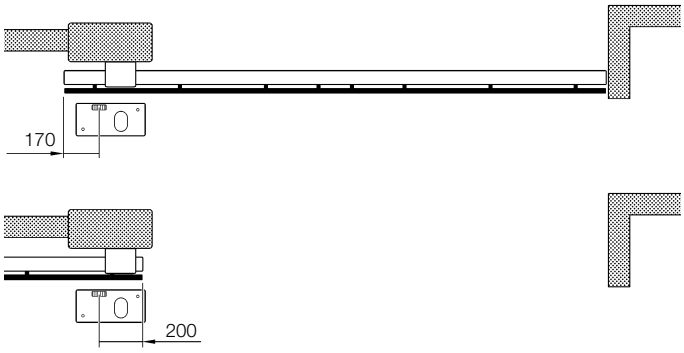
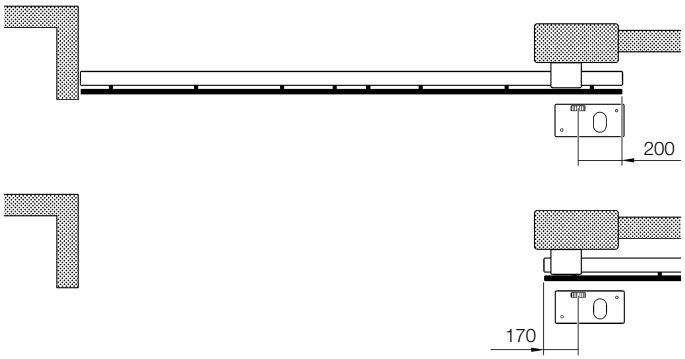

Abbildung 13
Abbildung 14
• Zur Montage der Endschalterbügel müssen Zahnstange und daher auch Tor an der Ritzelachse die in Abbildung 13 (Linksöffnung) und Abbildung 14 (Rechtsöffnung) angegebenen Maße herausragen.
13 Das Tor ganz öffnen und das erste Stück der Zahnstange so auf das Ritzel legen, dass es im Vergleich zur Ritzelachse um das Maß in Abbildung 13 oder 14 vorragt bzw. um den Raum, der für die Endschalterbügel notwendig ist.